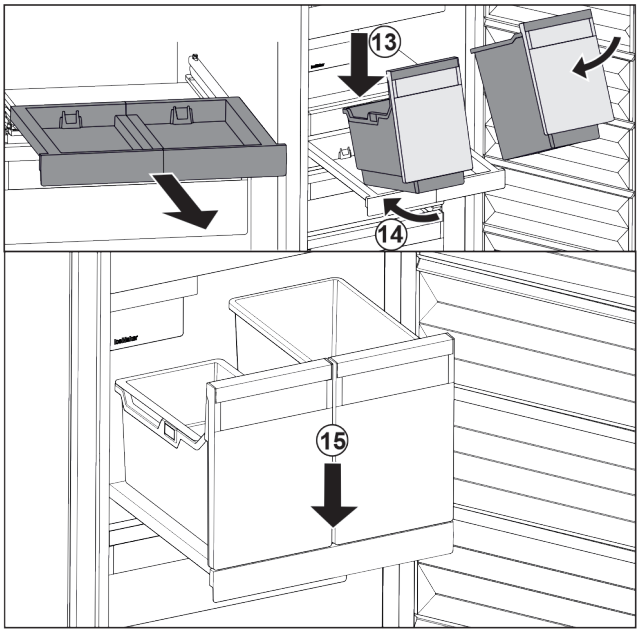

Fig. 95
▶ Place the container at an angle on the pull-out board. *Fig. 95 (13)*
▶ Slide the container to the back at an angle. *Fig. 95 (14)*
▶ Place container in the front. *Fig. 95 (15)*